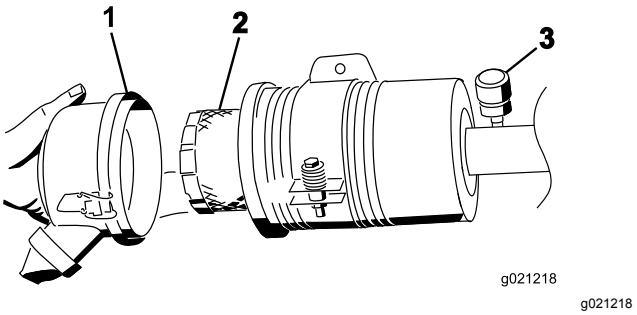

Figuur 84
6. Verwijder en vervang het filter (Figuur 84).